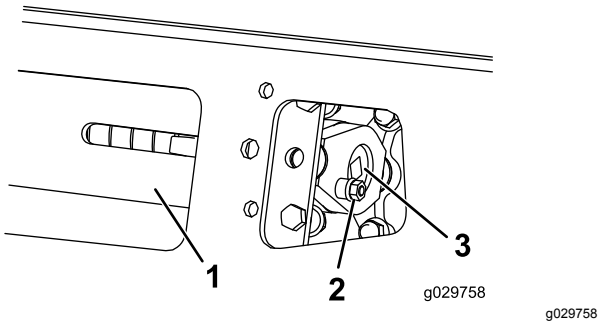
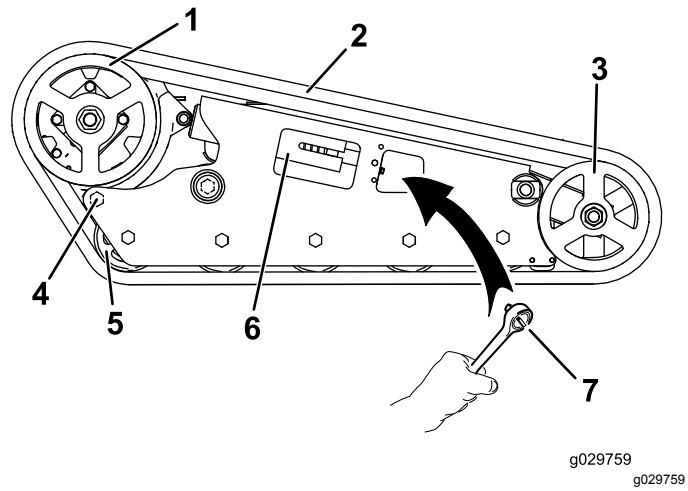

Rysunek 59
Rysunek 60
3. Odkręć śrubę zabezpieczającą i nakrętkę (Rysunek 59).
5. Ustaw najbliższe nacięcie na śrubie napinającej równo z otworem śruby zabezpieczającej i unieruchom śrubę za pomocą śruby zabezpieczającej i nakrętki (Rysunek 59).
4. Odkręć śrubę zabezpieczającą i nakrętkę (Rysunek 59).
5. Za pomocą klucza grzechotkowego z zabierakiem 1/2 cala uwolnij napięcie gąsienicy, obracając śrubę napinającą w prawo (Rysunek 59 oraz Rysunek 60).
6. Poluzuj tylną śrubę w pobliżu koła napędzającego (Rysunek 60).
8. Po zdjęciu gąsienicy z przedniego koła zdejmij ją z koła napędowego oraz kół jezdnych (Rysunek 60).
9. Rozpoczynając od koła napędowego, nawiń wokół niego nową gąsienicę, upewniając się, że zęby gąsienicy wpasowały się między przekładki koła napędowego (Rysunek 60).
10. Wepchnij gąsienicę pod oraz pomiędzy koła jezdne (Rysunek 60).